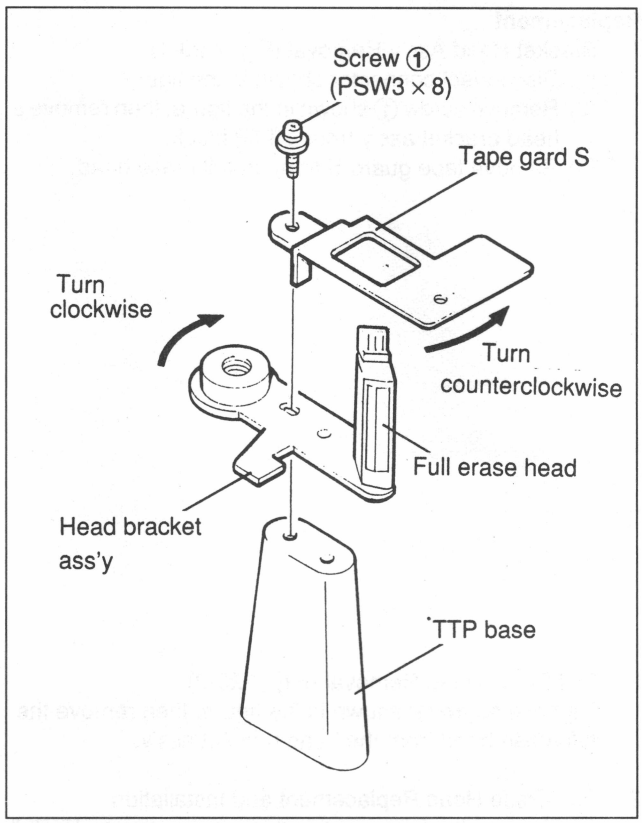

Fig.7-23-3 Head Bracket Ass'y Installation
4. Head Bracket Ass'y Installation (Fig. 7-23-3)